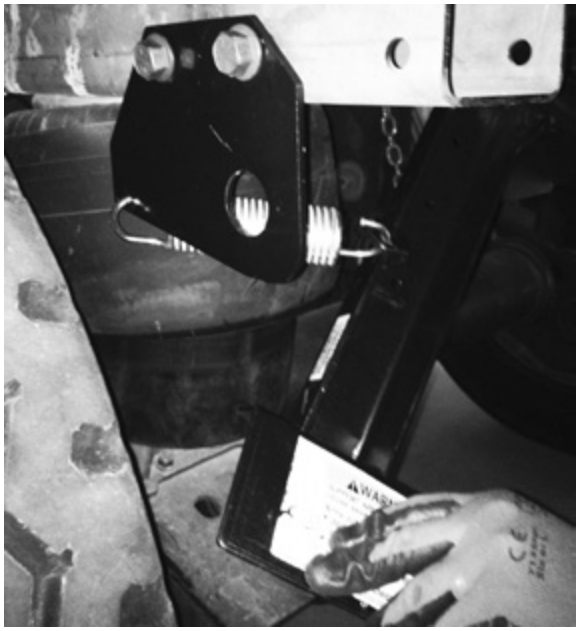

Figure 21: Arm raised above rail for spring installation
3. **Lift** roadside end of the support arm assembly, with attached spring, to roadside shaft bracket (Figure 21) and **insert** the other end of spring into spring hole of the roadside bracket.
NOTE: To gain access and attach the spring in Step 3, the top of the roadside arm on the support arm assembly (Figure 21) must be raised up above and inward of the slider rail.